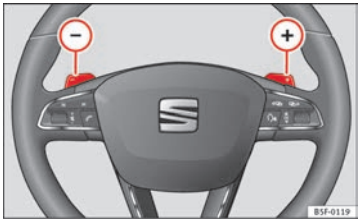

Fig. 96 Steering wheel: automatic gearbox levers
– Press the gearshift paddle (+) to select a higher gear ⇒ Fig. 96.